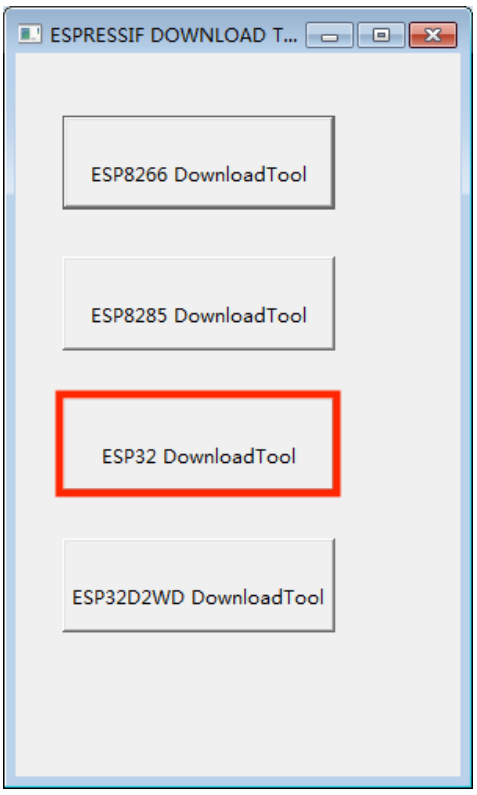

图 4-1.设备选择 — ESP32 DownloadTool
1. 打开下载工具，进入主界面，点击 ***"ESP32 DownloadTool"***，如图4-1。